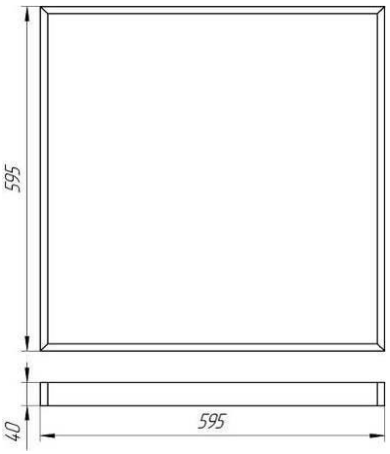

Рисунок 1. Габаритный чертеж Econex Office 595 EM
5.1.2. Для установки светильника необходимо повернуть торцевую панель и аккуратно снять рассеиватель. Надежно закрепить на ровной поверхности корпус светильника при помощи комплекта креплений, габариты для монтажа см. рисунок 1 и 2.